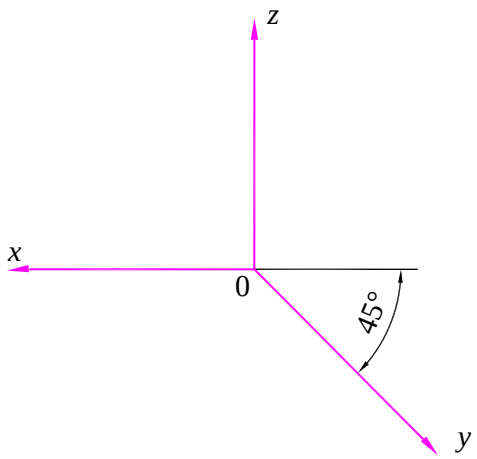
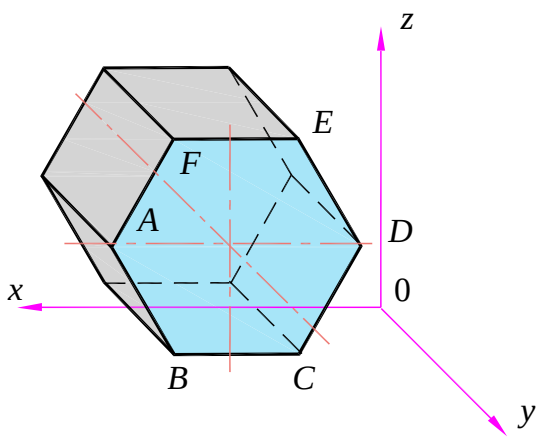

Рис. 13.7
Рис. 13.14
На практике часто бывает полезным построение такой аксонометрической проекции, в которой хотя бы одна из координатных плоскостей не искажалась. Очевидно, что для выполнения этого условия плоскость проекций должна быть параллельна одной из координатных плоскостей. При этом нельзя пользоваться ортогональным проецированием, так как координатная ось, перпендикулярная указанной координатной плоскости, изобразится точкой и изображение будет лишено наглядности. Поэтому пользуются косоугольным проецированием, при котором направление оси *y* выбирают так, чтобы углы между ней и осями *x* и *z* равнялись бы 135° (рис. 13.7), а показатель искажения – 0,5.
*Решение*. Расположение осей косоугольной диметрической проекции приведено на рис. 13.7. Разместим основание шестиугольной призмы *A B C D E F* параллельно плоскости *x*0*z* (рис. 13.14). В этом случае шестиугольник проецируется на аксонометрическую плоскость проекций без искажений. Затем из вершин шестиугольника *A*, *B*, *C*, *D*, *E*, *F* проводим прямые, параллельные оси *y*. На этих прямых откладываем отрезки, равные половине длине боковых ребер призмы. Соединив полученные точки, получаем второе основание призмы. В заключение определяем видимые и невидимые линии призмы. Невидимые линии изображаются штриховыми линиями.